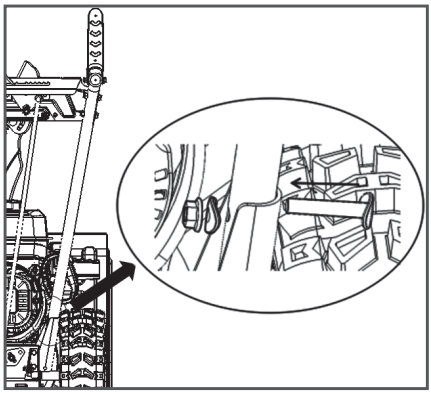

Рис. 3 Установка рабочих рукояток
4. Установите рабочие рукоятки (Рис. 3). Для этого установите рукоятки в посадочные гнезда на корпусе и совместите отверстия. Прикрепите рукоятки при помощи двух болтов М8 × 40 с изогнутыми головками, двух изогнутых шайб и двух гаек М8.